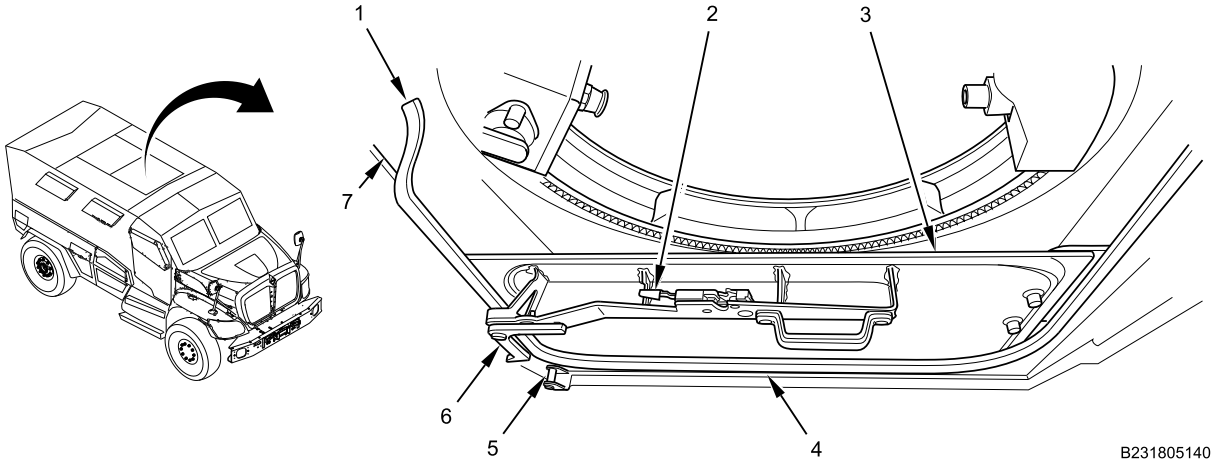

Figure 1. Weapon Hatch Seal Removal.
1. Unlatch inside weapon hatch lock mechanism (Figure 1, Item 2).
2. Partially open weapon hatch (Figure 1, Item 3) by sliding until open lock latch (Figure 1, Item 6) is about 2 inches away from catch (Figure 1, Item 5).
3. Cut adhesive at seam (Figure 1, Item 1) of seal (Figure 1, Item 4), using utility knife.
4. Starting at seam (Figure 1, Item 1), manually pull seal (Figure 1, Item 4) from retaining lip (Figure 1, Item 7).
5. Clean dirt and debris from around retaining lip (Figure 1, Item 7), using rag.